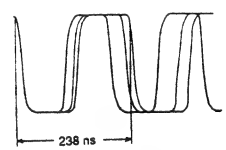

Abb. 4-107
(5) Abgleich der Trägerfrequenz (Abb. 4-107, 4-151)